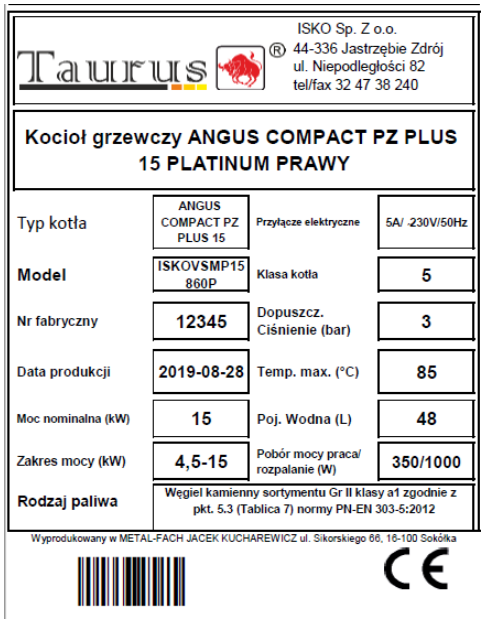

Rysunek 1.1 Tabliczka znamionowa
- porównaj tabliczkę znamionową zamontowaną na obudowie kotła z lewej lub prawej strony ze swoim zamówieniem (Rysunek 1.1);